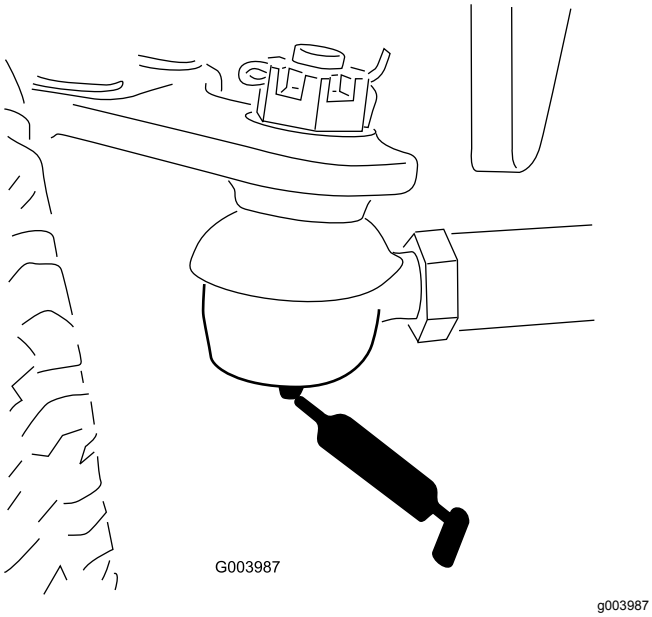

**Figur 47**
- Bagakslens forbindelsesstang (2) (Figur 47)